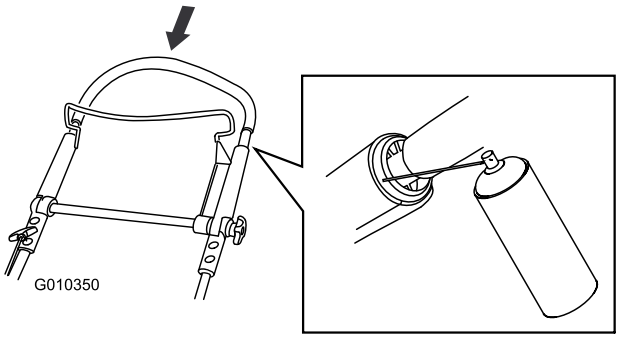

Figuur 43
2. Duw de bovenste handgreep helemaal naar beneden en spuit het binnenste plastic oppervlak van de buitenhendel in (Figuur 43).